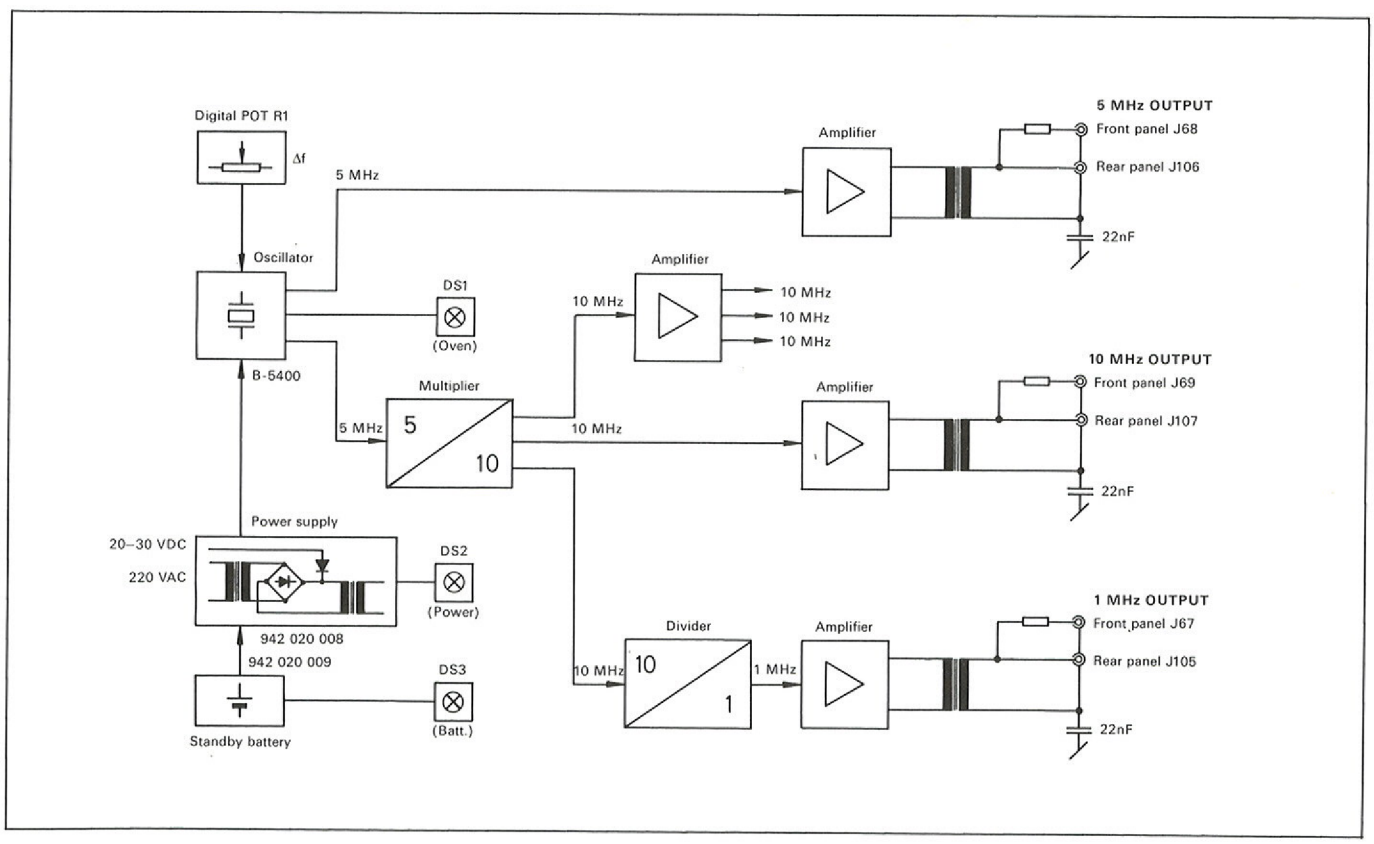

Fig. 1 Block diagram: frequency standard 2200
3.1. Frequency standard 2200 (figure 1)